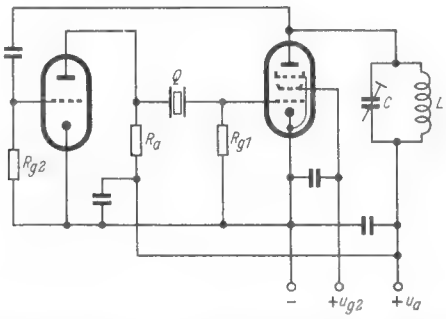

Bild 14. Heegenerschaltung mit zwei Röhren zur Erregung der Serienresonanz des Quarzes
5. Heegener-Schaltung mit zwei Röhren Bild 14